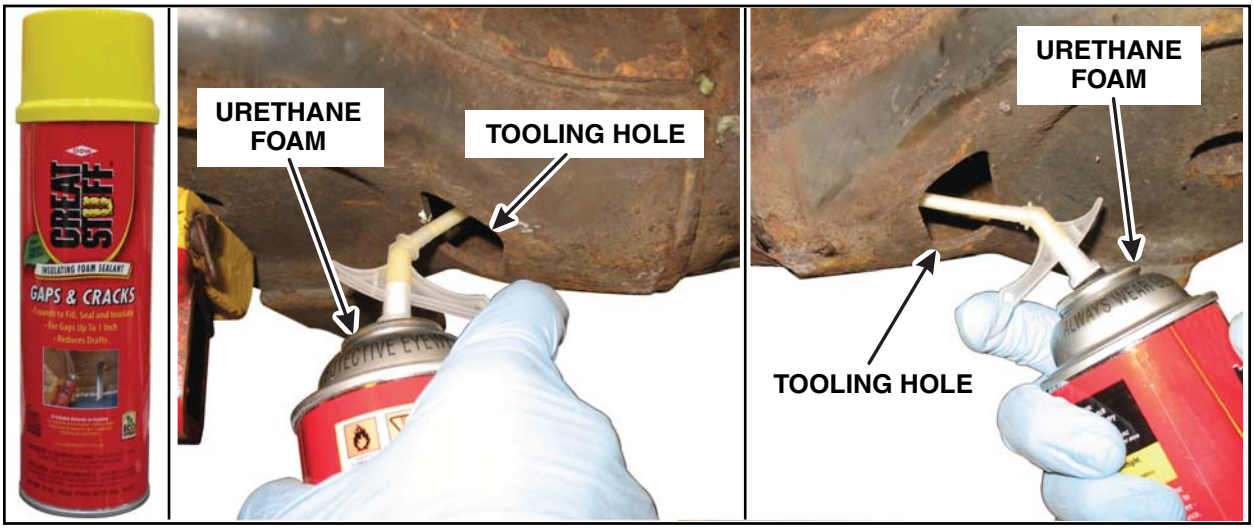

FIGURE 5
3. *Obtain one (1) can of Great Stuff™ Gaps & Cracks. Follow the instructions on the can for application. Insert nozzle in tooling hole at bottom of spring seat as far as possible. Pull trigger and remove nozzle in circular pattern. Stop application about 25 mm (1 in) from tooling hole. See Figure 5.*